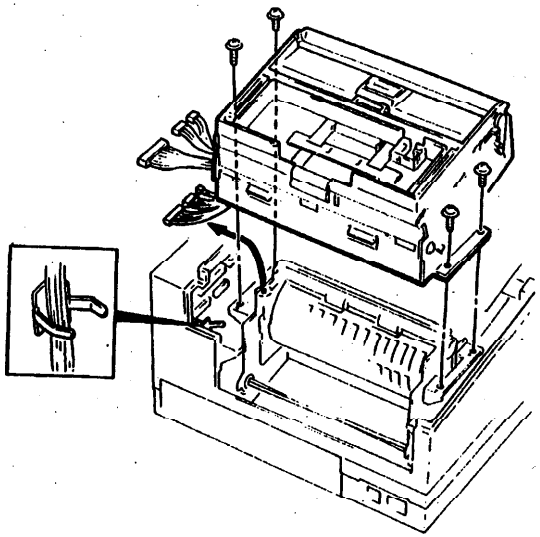

Рис. 1. Модуль сканера
5. Отвинтите четыре винта, крепящих модуль сканера к корпусу (Рис. 1.).
6. Снимите модуль сканера (Рис. 1).